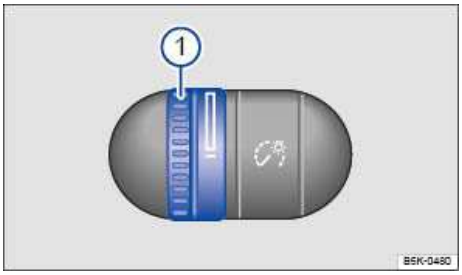

**Fig. 86** To the left of the steering wheel: Thumbwheel to adjust instrument panel lighting 1.
When the lights are on, the brightness of the instrument panel lighting is adjusted by turning the thumbwheel ⇒ fig. 86 (1).